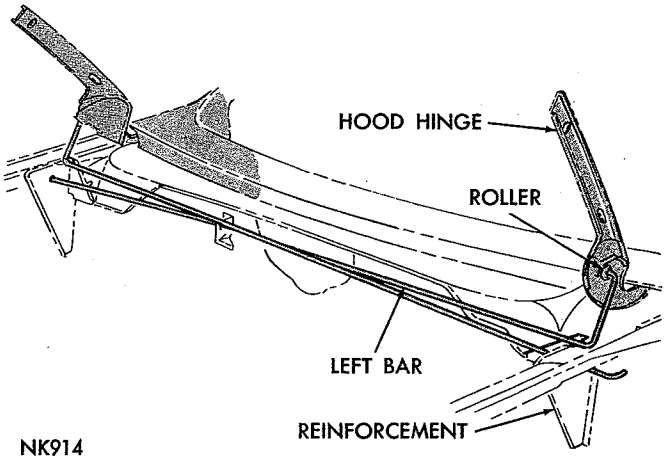

*Fig. 12—Hood Torsion Bars*
(1) Disengage the torsion bar roller (Fig. 12) from its seat on hood hinge by forcing the roller end of bar to the rear and raising hood fully.
(2) Disengage left hand torsion bar roller from hood hinge.
(3) Remove hood assembly.
(4) Remove torsion bars from center support and remove bars from end reinforcements.
(5) Lubricate torsion bar rollers and install on hinges.
(6) Install hood assembly and adjust alignment.